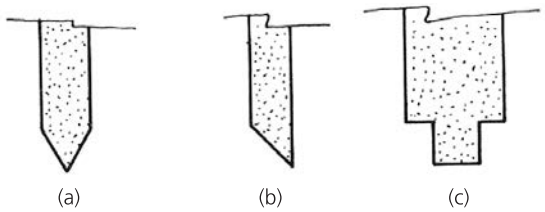

Fig. 1. Ejemplo de perfiles de ensayo (a), (b) y (c).
En un ensayo típico, para analizar las características técnicas de una muela y evaluar el desempeño de una determinada fabricación, es correcto formar un perfil a la muela (Ver Fig. 1).
esfera en un extremo, que atestigua la alta temperatura generada durante el arranque de aquélla. (ver Fig. 1).
6. Ver párrafo Calor y Fig. 1.